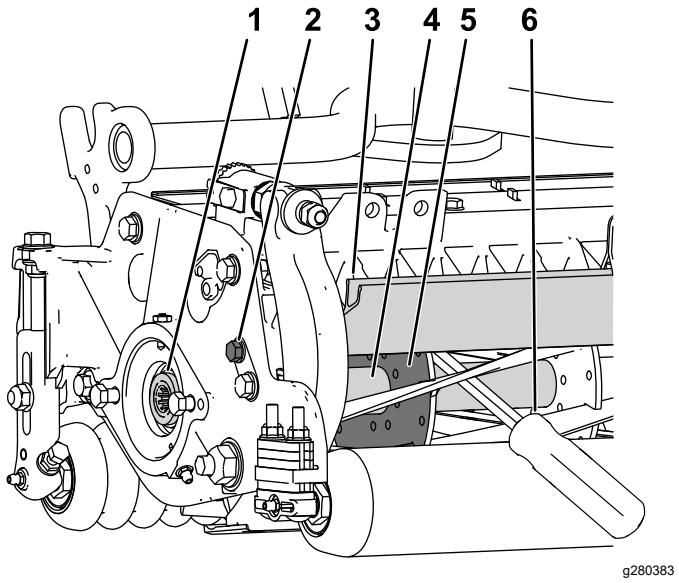

Figura 28
1. Desaperte o parafuso do resguardo no lado esquerdo da unidade de corte e eleve o resguardo traseiro (Figura 28).
2. Insira um espigão de cabo longo (recomendado ⅜ x 12 pol. com pega de chave de parafusos) através da traseira do cilindro de corte, o mais próximo do lado da unidade de corte que irá apertar (Figura 28).
3. Coloque o pé de cabra contra o lado soldado da placa de suporte do cilindro (Figura 28).